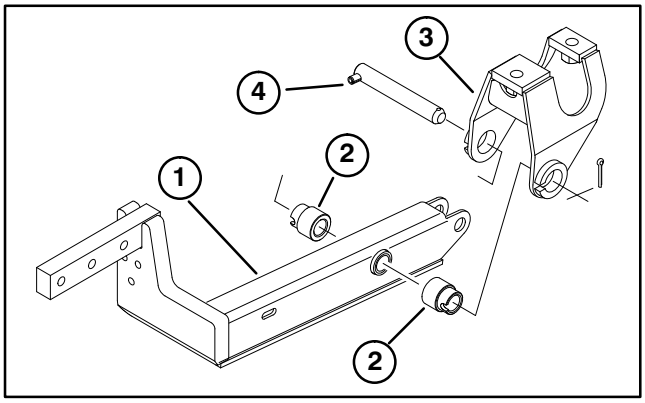

Figure 1
4. Mount a lift arm to pivot bracket with (2) spacers, a pivot pin and 5/32" x 1–3/4" lg. cotter pin. Lift arm to be mounted with bend positioned outward (Fig. 1).